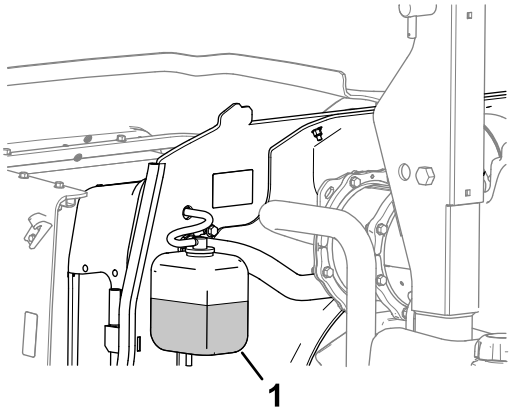

Figur 68
1. Kontrollera kylvätskenivån i expansionstanken (Figur 68).